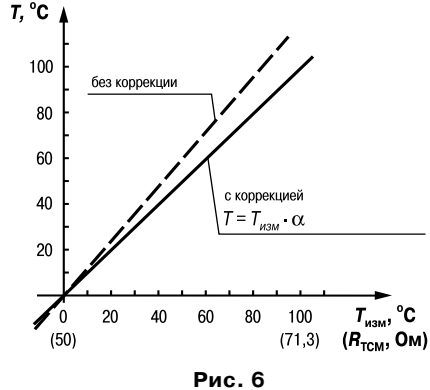

Рис. 6
3.2.5.3. Для компенсации погрешностей датчиков при отклонении значения W_{100} от номинального каждое измеренное значение параметра $T_{изм}$ умножается на заданный пользователем поправочный коэффициент α («**наклон характеристики датчика**»). Коэффициент задается в пределах от 0,5 до 2,0. На рис. 6 приведен пример изменения наклона характеристики для датчика ТСМ(Cu50).